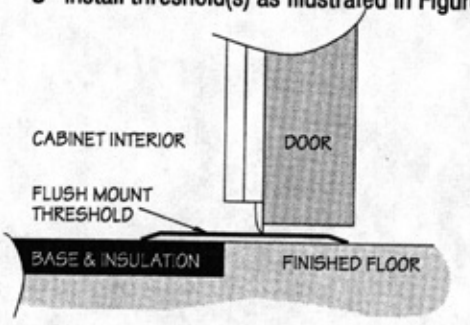

Figure 7-1—Flush mounted installation.
3. Install threshold(s) as illustrated in Figure 7-1.